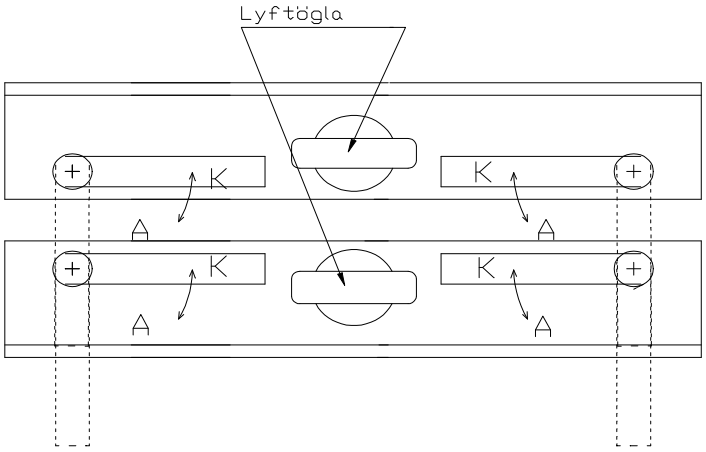

Bild 2 Positioner för lyftanordningens spakar: **A = öppen, K = stängd**
9.3 Lyftanordningen trycks mot elementet och ullen och samtidigt vrids fästplattorna (bild 1.3) (4 st) med fästspaken (bild 1.4) till position (K) (bild 2 K). Kontrollera från lyftanordningens ändar att det inte finns en springa mellan lyftanordningen och elementets övre kant. Fästandet av lyftanordningen måste ske för hand och verktyg får inte användas som hjälpmedel för att vrida, slå eller dylikt på grund av risken för skada på lyftanordningen.